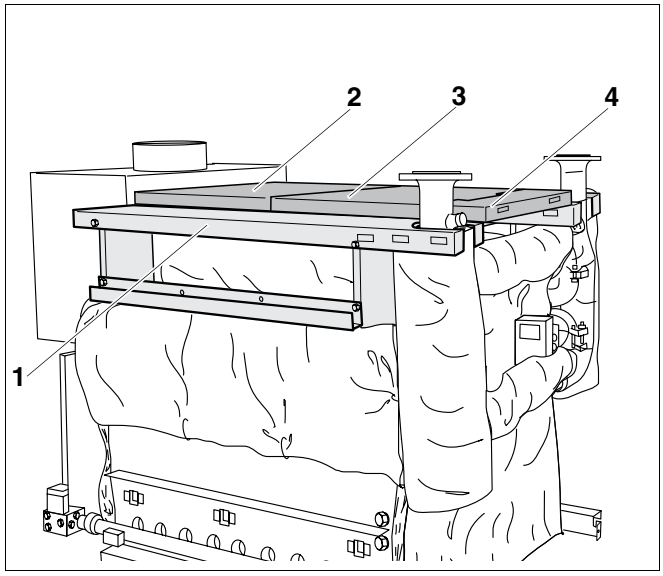

Рис. 57 Установка верхних крышек котла
- Уложить заднюю крышку котла (рис. 57, **поз. 2**) и прикрепить к боковым крышкам (рис. 57, **поз. 1**) винтами с плоской головкой 3,9 x 9,5. У котлов типоразмера от 2 x 12 имеется средняя крышка (рис. 57, **поз. 3**), которая укладывается между передней (рис. 57, **поз. 4**) и задней крышками (рис. 57, **поз. 2**).